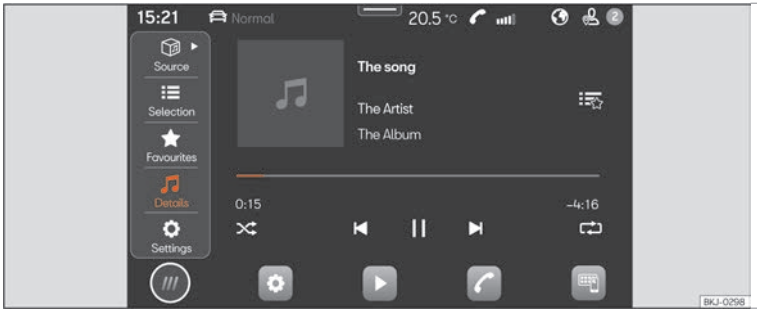

Fig. 131 Schematic representation: Multimedia view
- Press **HOME** > ▶ ››› Fig. 131.